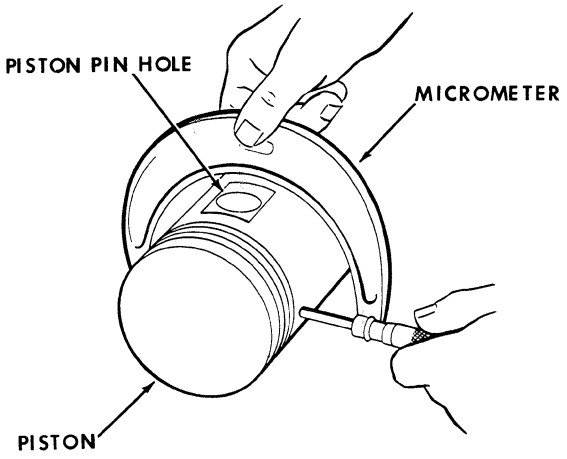

Figure M-24
1. Using a micrometer, measure the outside diameter of the piston at the top of the skirt (immediately below the oil ring) Figure M-24.
Take this measurement only on the thrust face of the piston, or perpendicular to the piston pin bore, Figure M-24.